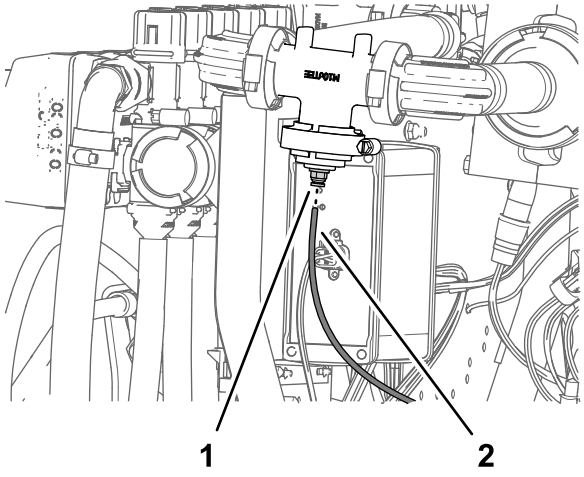

Figuur 134
1. Lijn het uiteinde van de druksensorbuis (plastic) voor de drukmeter in het dashboard uit met de borgkraag voor de buiskoppeling (Figuur 134).
2. Druk de sensorbuis in de borgkraag tot de buis niet meer verder kan (Figuur 134).